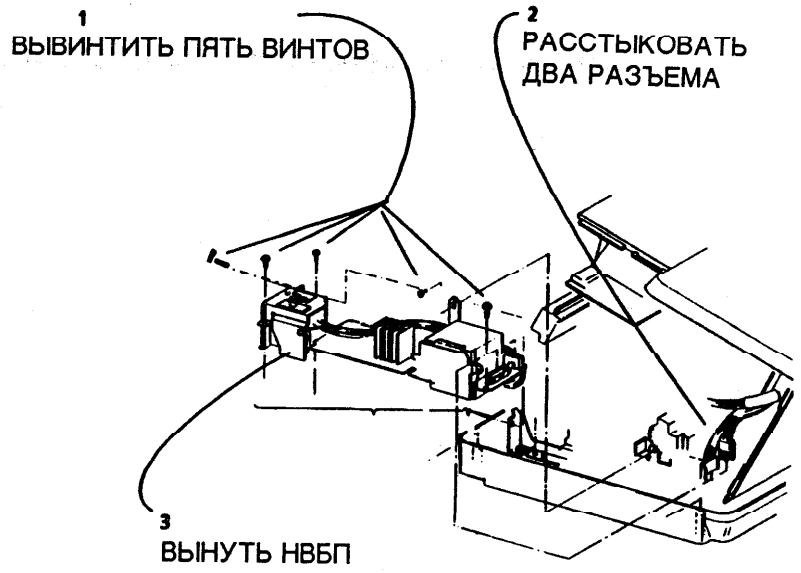

Рис. 2. Снятие НВБП
(Рис. 2): при снятии НВБП не вывинчивать два красных винта трансформатора, так как это может привести к перенапряжению платы.
4. (Рис. 2(: снять низковольтный блок питания.